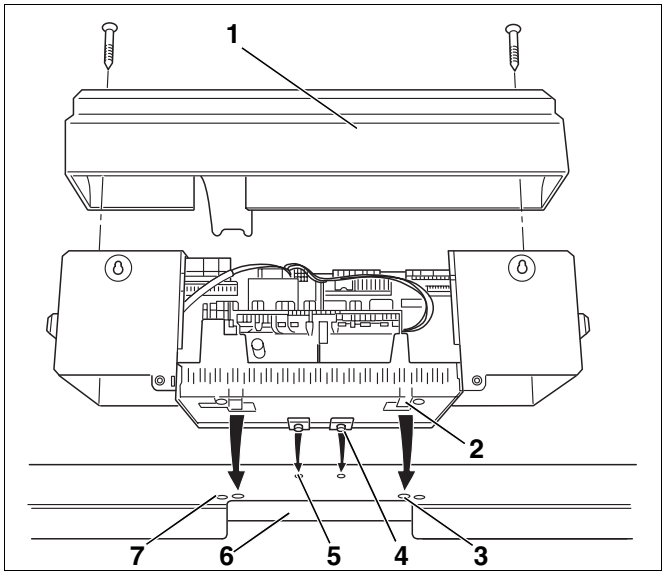

Rys. 34 Montaż sterownika
Na rys. 34 przedstawiono widok sterownika i przedniej pokrywy (rys. 34, **poz. 1**) od tyłu.
- Odkręcić obie śruby w pokrywie (rys. 34, **poz. 1**). Zdjąć do góry pokrywę.
- Wstawić sterownik z przodu hakami zaczepowymi (rys. 34, **poz. 4**) w owalne otwory przedniej pokrywy kotła (rys. 34, **poz. 5**).
- Przesunąć sterownik do przodu, a następnie odchylić do tyłu. Elastyczne haki (rys. 34, **poz. 2**) muszą wskoczyć w prostokątne otwory przedniej pokrywy kotła (rys. 34, **poz. 3**).
- Przykręcić podstawę sterownika z prawej i lewej strony przelotki kabla (rys. 34, **poz. 6**) na przedniej pokrywie kotła, wkręcając w otwory dwa blachowkręty (rys. 34, **poz. 7**).
- Ponownie zamontować pokrywę (rys. 34**,** strona 36) na sterowniku.
- Przy pomocy śrub (rys. 34**,** strona 36) zabezpieczyć pokrywę sterownika.